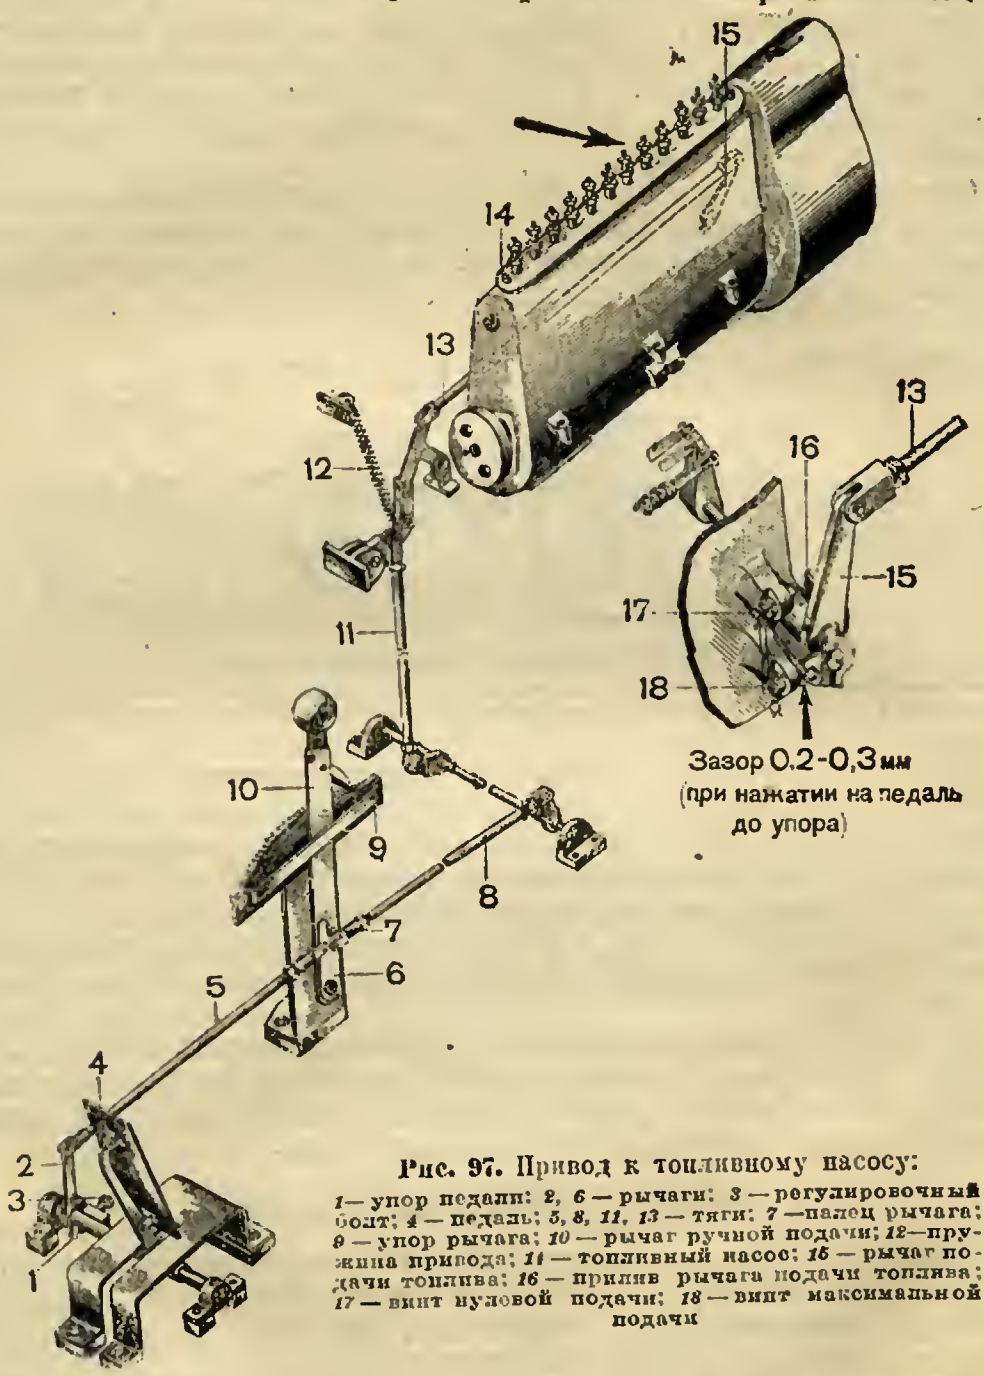

Рис. 97. Привод к топливному насосу:
Привод предназначается для изменения количества подаваемого в цилиндры мотора топлива. Он состоит из ножной педали *4* (рис. 97), рычага ручной подачи *10*, пружины *12*, тяг *5*, *8*, *11* и *13*, системы рычагов и переводных валиков.
1. Отрегулировать длину тяги 8 (рис. 97) так, чтобы между рычагом ручной подачи *10* и упором *9* был зазор 4—6 мм и чтобы прилив *16* рычага *15* упирался в верхний винт *17* на корпусе регулятора насоса.